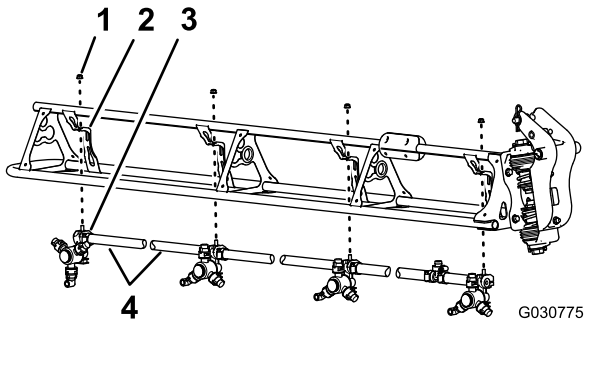

Figur 132
1. Kapa slangen mellan två sprutmunstycken (Figur 132).
2. Ta bort flänslåsmuttern (5/16 tum) som fäster sprutmunstycket på munstycksstödet (Figur 132).